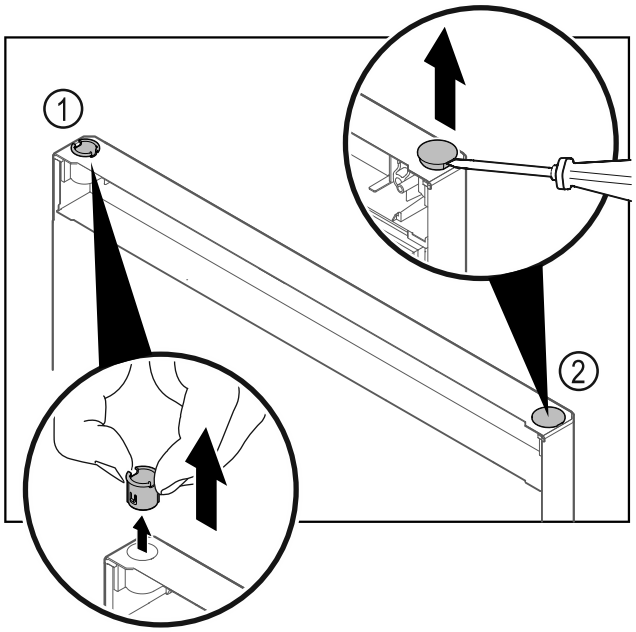

Fig. 20
- ▶ Пальцами вытяните шарнирную втулку *Fig. 20 (1)*.
- ▶ Шлицевой отверткой осторожно подцепите и извлеките заглушку *Fig. 20 (2)*.